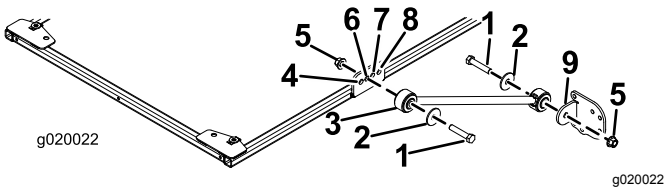

Figura 2
2. Su ciascun lato del telaio del parasole montate, senza serrarlo, un supporto di ancoraggio sul secondo foro della relativa staffa con un bullone (1/2" x 2-1/2"), una rondella (1/2") e un dado flangiato (1/2"), come illustrato nella Figura 2.
3. Montate, senza serrarla, una staffa di ancoraggio su ciascun supporto di ancoraggio con un bullone (1/2" x 2-1/2"), una rondella (1/2") e un dado flangiato (1/2"), come illustrato nella Figura 2.